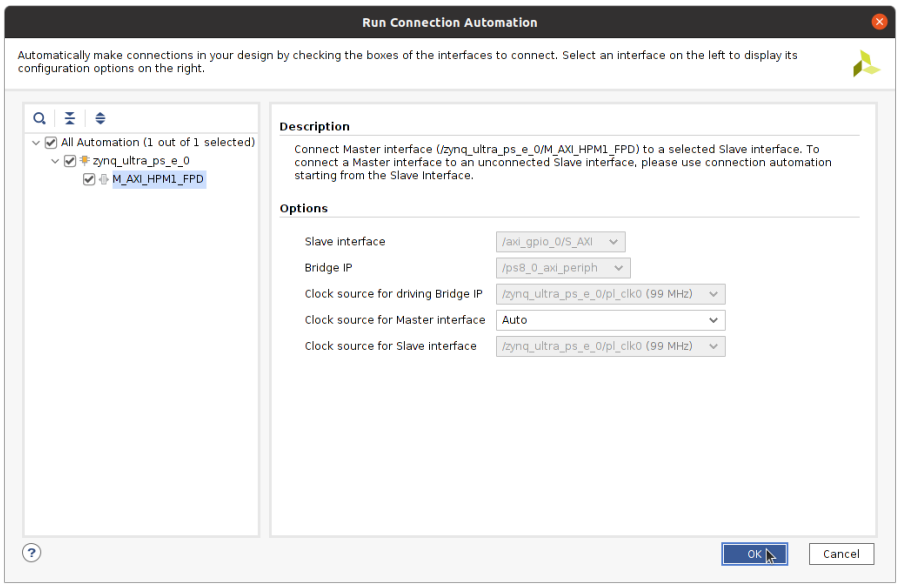

Figure 4: Run Connection Automation Window
12. Again in **Run Connection Automation** window, make sure **All Automation** option is checked. Click on **OK**. Refer figure 4.